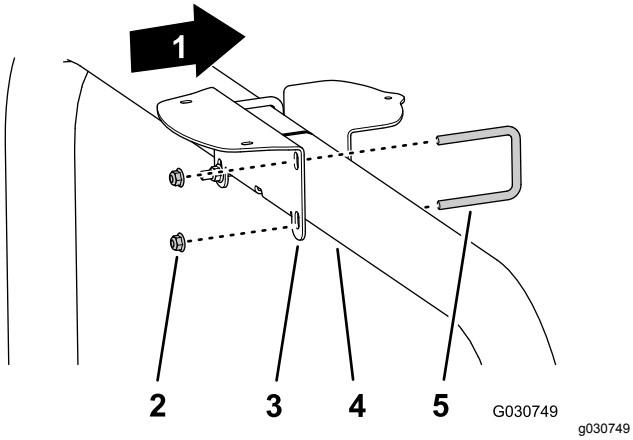

**Figur 143**
- Hvis din maskine er forsynet med et satellitnavigationssystem (GNSS) med et wide area augmentation system (WAAS), monteres modtagerbeslaget på styrtbøjlerøret (Figur 143) med de 2 U-bolte og 4 flangelåsemøtrikker (3/8 tomme).